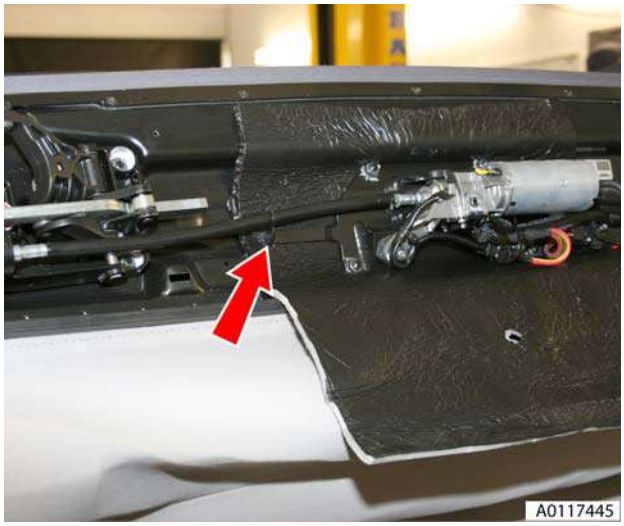

Figure 2
12. Release flex shaft from centre securing clip (see Figure 2).